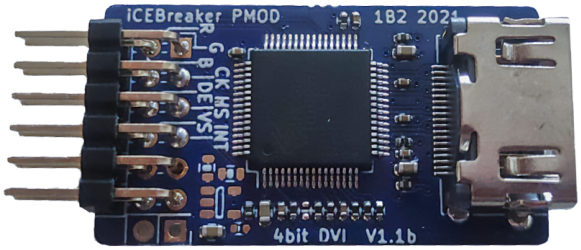

Abbildung 10: PMod-DVI Modul
- Ein PMod-DVI Modul um den Bildschirm über eine HDMI Schnittstelle an das System anzuschliessen, siehe Abbildung 10.